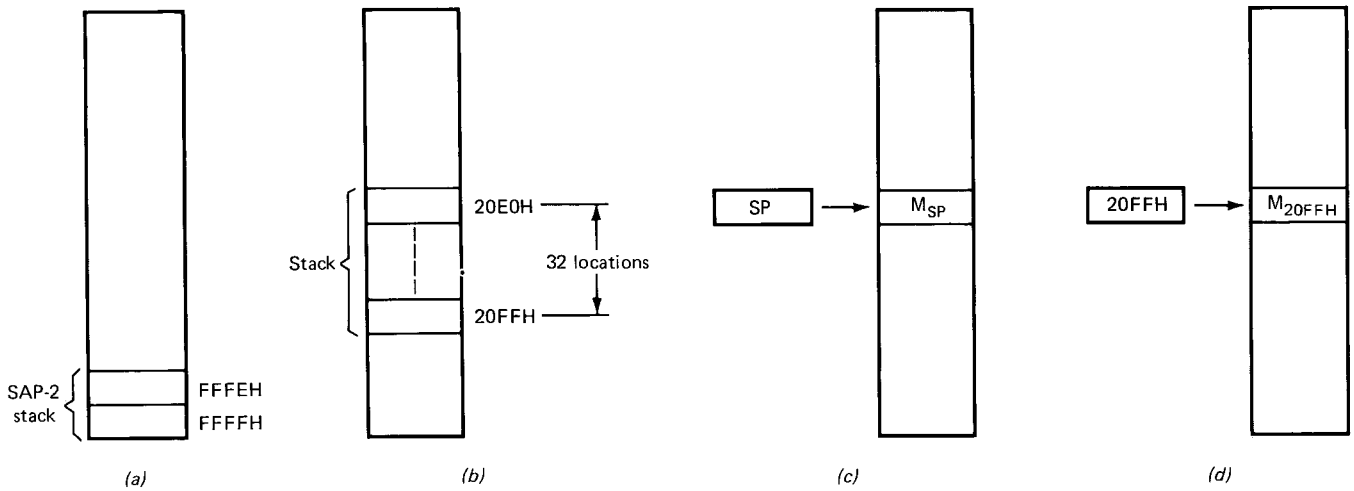

Fig. 12-9 (*a*) SAP-2 stack; (*b*) example of a stack; (*c*) stack pointer addresses the stack; (*d*) SP points to 20FFH.
A *stack* is a portion of memory set aside primarily for saving return addresses. SAP-2 has a stack because addresses FFFEH and FFFFH are used exclusively for saving the return address of a subroutine call. Figure 12-9*a* shows how to visualize the SAP-2 stack.
SAP-3 is different. To begin with, the programmer decides where to locate the stack and how large to make it. As an example, Fig. 12-9*b* shows a stack between addresses 20E0H and 20FFH. This stack contains 32 memory locations for saving return addresses. Programmers can locate the stack anywhere they want in memory, but once they have set up the stack, they no longer use that portion of memory for program and data. Instead, the stack becomes a special space in memory, used for storing the return addresses of subroutine calls.
others to be discussed. Stack instructions use indirect addressing because a 16-bit register called the *stack pointer* (SP) holds the address of the desired memory location. As shown in Fig. 12-9*c*, the stack pointer is similar to the HL pointer because the contents of the stack pointer indicate which memory location is to be accessed. For instance, if
the stack pointer points to memory location M_{20FFH} (see Fig. 12-9*d*). Depending on the stack instruction, a byte is then read from, or written into, this memory location.